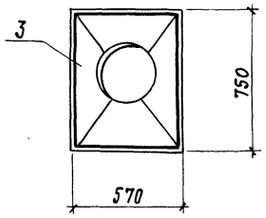

Рис. 1
2. * В поз. 2 и 4 стержни должны быть отогнуты по рис. 1 до установки закладной детали.